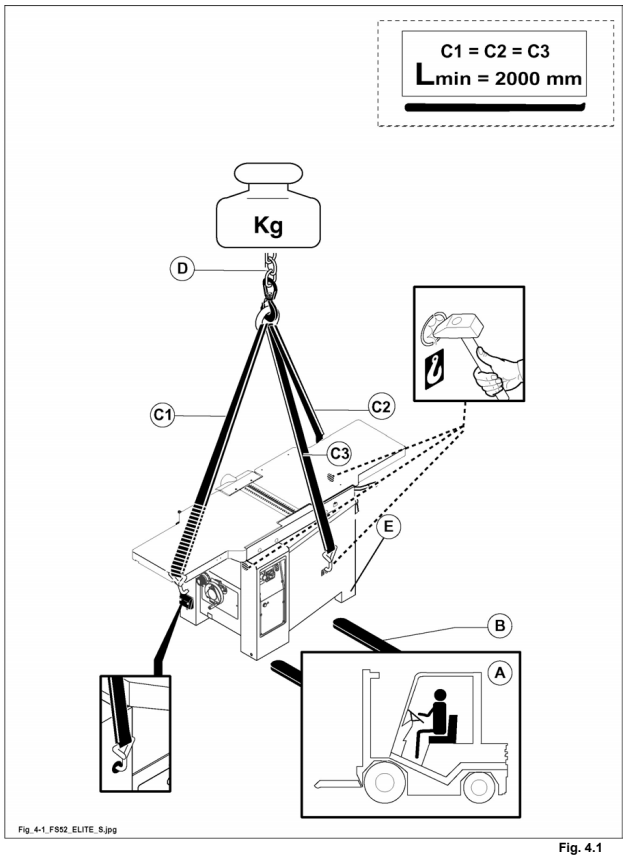

Fig. 4.1
– predisporre di tre cinghie (C fig. 4.1) aventi lunghezza e portata adeguata;
– agganciare le cinghie al carro ponte (D fig. 4.1) di portata adeguata;
– procedere all'assestamento delle cinghie (C fig. 4.1), muovendo il carro ponte con brevi spostamenti fino al raggiungimento della condizione di stabilità ottimale;
– predisporre un carrello elevatore (A fig. 4.1) di portata adeguata;
– inserire le forche (B fig. 4.1) come da figura (tenendole accostate ai due piedi (E fig. 4.1) e verificare che queste fuoriescano di almeno 15 cm dalla parte posteriore del basamento.